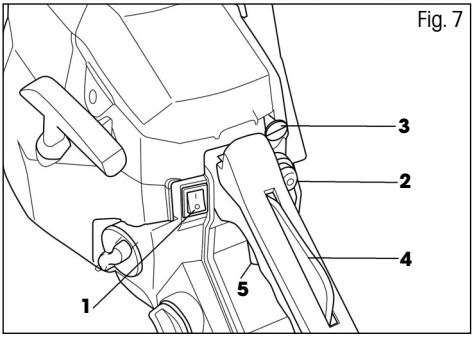

Fig. 7
1. Set the power switch to the "I" position. (see Fig. 7, point 1)
2. Repeatedly, 5x to 10x, push down the fuel primer bulb (Fig. 7, point 2), until the fuel gets into the carburettor.
3. Pull out the choke lever (Fig. 7, point 3) to the "OFF" position (=air supply turned off, i.e. choke turned on).
5. At this point, push the choke lever (Fig.7, point 3) downwards to the "ON" position (=air supply turned on, i.e. choke turned off) and start the engine by repeatedly pulling on the starting cord.
1. Set the power switch (Fig. 7, point 1) to the "I" position.
- To increase speed, first use the palm of your hand to push down the throttle safety switch (Fig. 7, point 4) and then use your finger to pull on the throttle trigger (Fig. 7, point 5)
- Release the throttle trigger (Fig. 7, point 5) and switch the power switch (Fig. 7, point 1) to the "0" position.